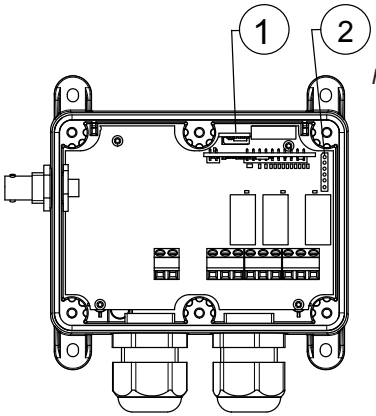

Figur 10. Modtagerens kontakter til hukommelseskort og display
4. Sæt det hukommelseskort, som du vil kopiere, i modtagerens hukommelseskortplads (se Figur 10).
5. Sæt displaykortet tilbage (se Figur 10).
4. Sæt det hukommelseskort i, som informationerne i modtageren skal kopieres til (se Figur 10).